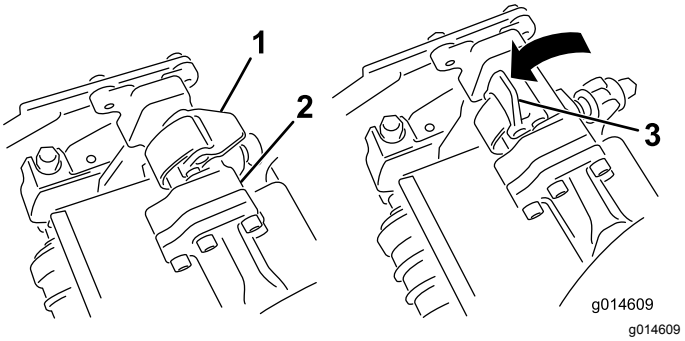
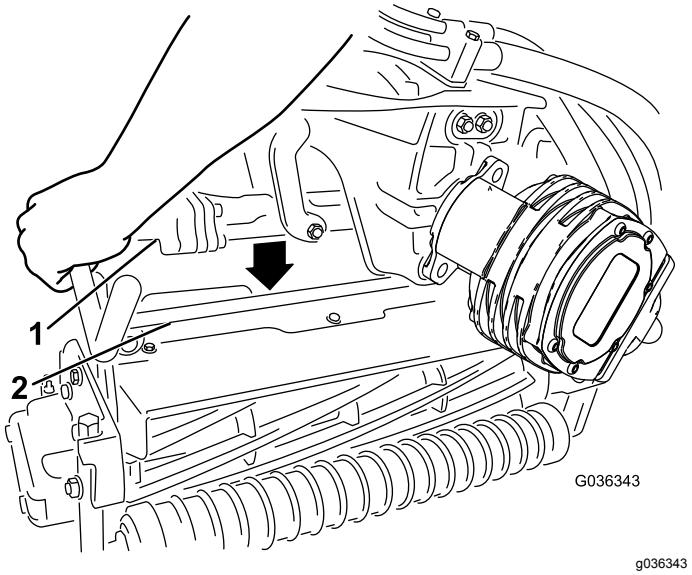

**Rysunek 51**
**Rysunek 52**
4. Gdy zapadki na pręcie ramienia podwieszonego skierowane są ku górze (tzn. gdy są otwarte) (Rysunek 51), popchnij ramię podwieszone w dół, tak aby pręt dopasował się do innego pręta w górnej części zespołu tnącego (Rysunek 52).
5. Zamknij zapadki wokół pręta zespołu tnącego, a następnie zablokuj je na swoim miejscu (Rysunek 51).
5. Otwórz zapadki na pręcie ramienia podwieszonego demontowanego zespołu tnącego (Rysunek 51).